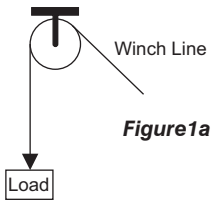

Figure1a
One (1) worker weighing a maximum 136kg (including all clothing, tools and equipment) in a one (1) part single reeved system (see figure1a).